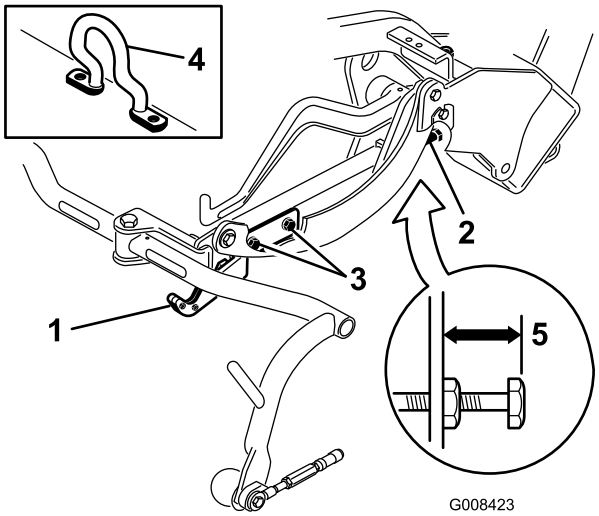
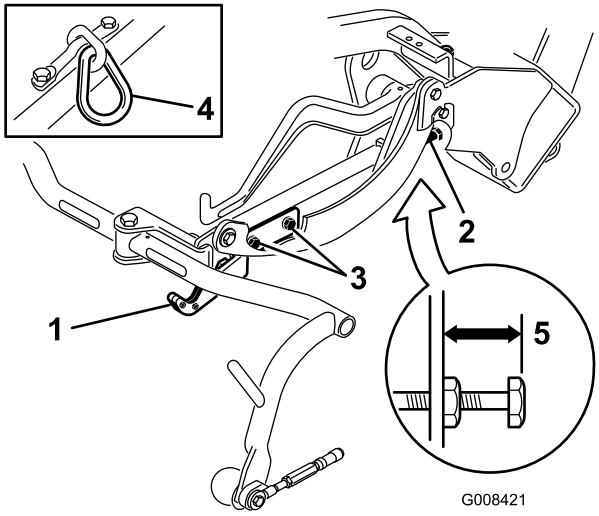
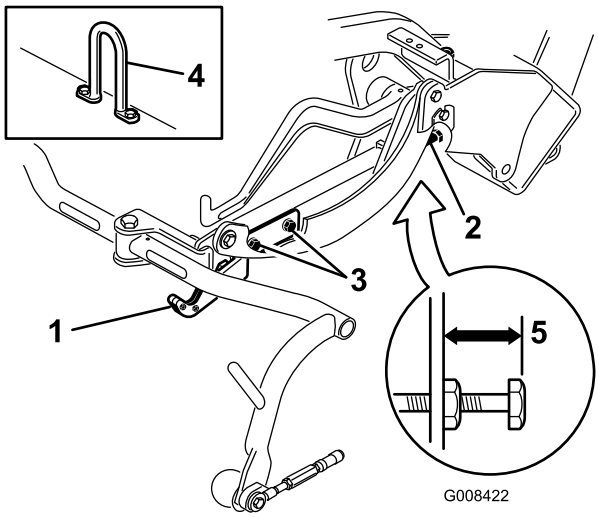

Figur 12
Figur 13
Figur 14
Kontroller, og juster om nødvendigt transporthøjden (Figur 13 og Figur 14).
2. På klippeenheder med en forskudt løftekrog (Figur 12, indsat) skal det kontrolleres, at afstanden fra toppen af bærerrammens justeringsskrue til bagsiden af bærerrammen er 25 mm. Fortsæt til trin 4, hvis afstanden ikke er 25 mm.
3. På klippeenheder med et kædeled eller en lige løftekrog (Figur 13 og Figur 14, indsat) skal det kontrolleres, at afstanden fra toppen af bærerrammens justeringsskrue til bagsiden af bærerrammen er 22 mm. Fortsæt til trin 4, hvis afstanden ikke er 22 mm. Hvis klippeenheden er udstyret med et forskudt løfteled (Figur 12), skal du gå videre til næste trin.
4. Løsn transportpladens monteringsskruer (Figur 13, Figur 14 og Figur 12).
7. Hvis bærerrammerne ikke har den samme højde, skal du løsne kontramøtrikken på bærerrammen, der justerer skruen (Figur 12, Figur 13 og Figur 14). Drej skruen udad for at hæve og indad for at sænke dem. Spænd kontramøtrikken, når den rette højde er opnået.